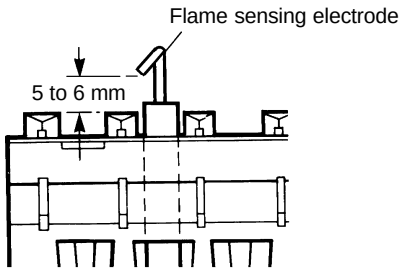

**Fig. 20**
9. Check the spark gap, positioning and height of the electrodes (see Figs. 20 and 21).
### *8.3 ELECTRODES - Figs. 20, 21*
4. **Flame sensing electrode - Fig. 20.**
Fit the new electrode, ensuring it is positioned correctly (see Fig. 20).